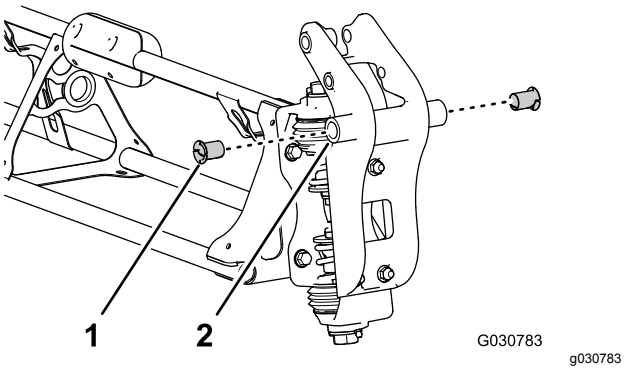

Figuur 99
2. Steek een nylon flenslager in de openingen van 31,8 mm aan weerszijden van de draaifitting (Figuur 99).